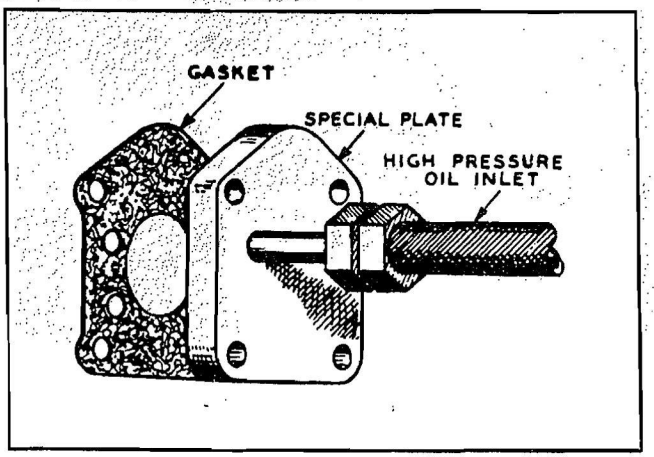

Figure 180B—Special Plate Governor Substituting Cover
(2) Fasten a test pressure plate at the governor pad location on the front section. (See figure 180B.)
(3) Tighten hose connections.
(4) Pump oil 600 pounds per square inch into the hydraulic passage for 2 minutes or longer. Use Federal Specification No. VV-O-581, grade 20 lubricating oil, 20°C plus or minus 3°C (85°F plus or minus 5°F). Rotate the shaft to assure proper fitting of the oil rings.
(5) When the nose oil leakage has become a steady flow, check the pointer on the scales, note its position on the dial, start a stop-watch. After 60 seconds stop the watch and check the pointer on the scale dial. The difference in reading on the scale dial for the 60 seconds will be the amount of oil that has leaked by the nose oil rings.